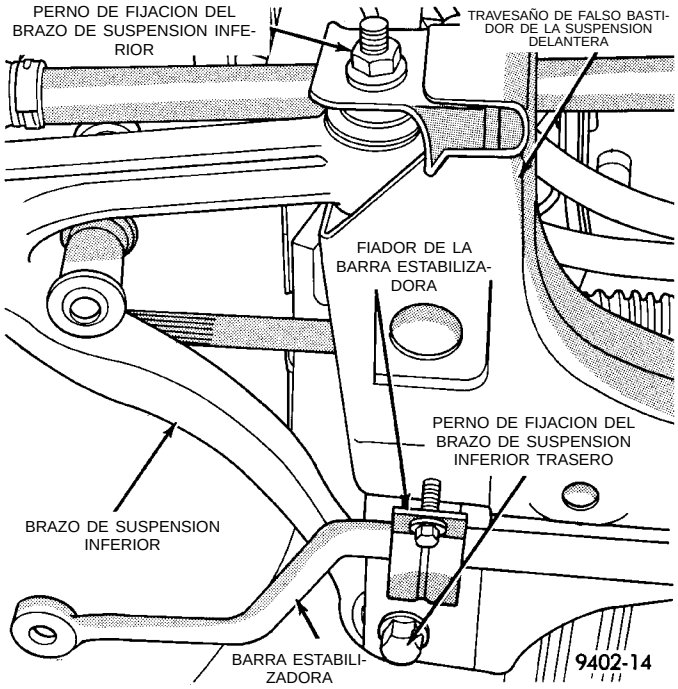

Fig. 36 Pernos de fijación del brazo de suspensión inferior
(6) Retire el perno y tuerca de fijación del casquillo del brazo de suspensión inferior al travesaño de falso bastidor (Fig. 36). Retire el perno de fijación del brazo de suspensión inferior al travesaño de falso bastidor y larguero de bastidor (Fig. 36). Después retire el brazo de suspensión inferior del larguero de falso bastidor.
(Fig. 36). **No apriete por ahora el perno de fijación trasero.** Después instale el perno y la tuerca del brazo de suspensión inferior delantero al travesaño de falso bastidor (Fig. 36).